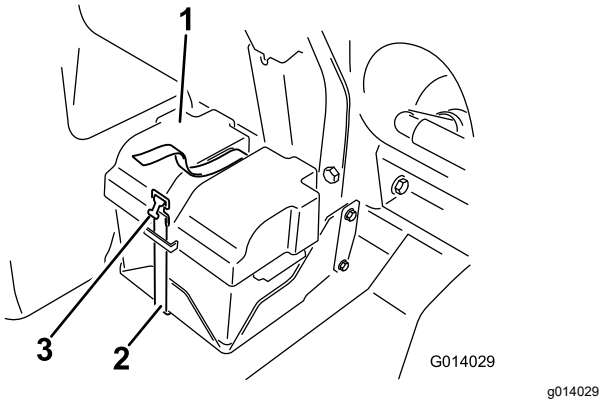

**Bild 94**
2. Nehmen Sie die Batterieabdeckung ab und klemmen das Minuskabel (schwarz) vom Batteriepol ab (Bild 94).
4. Montieren Sie die Batterieabdeckung und befestigen sie mit dem vorher entfernten Riemen (Bild 94).